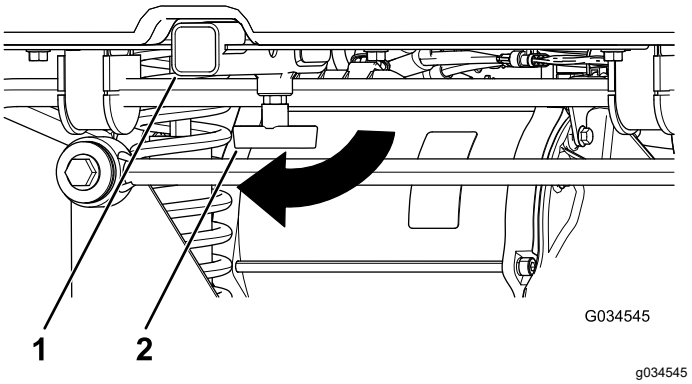

**Figur 19**
1. Løsn "T"-håndtaget ved at dreje det med uret (Figur 19).
2. Sæt tilbehøret ind i modtageren, indtil hullerne flugter (Figur 19).